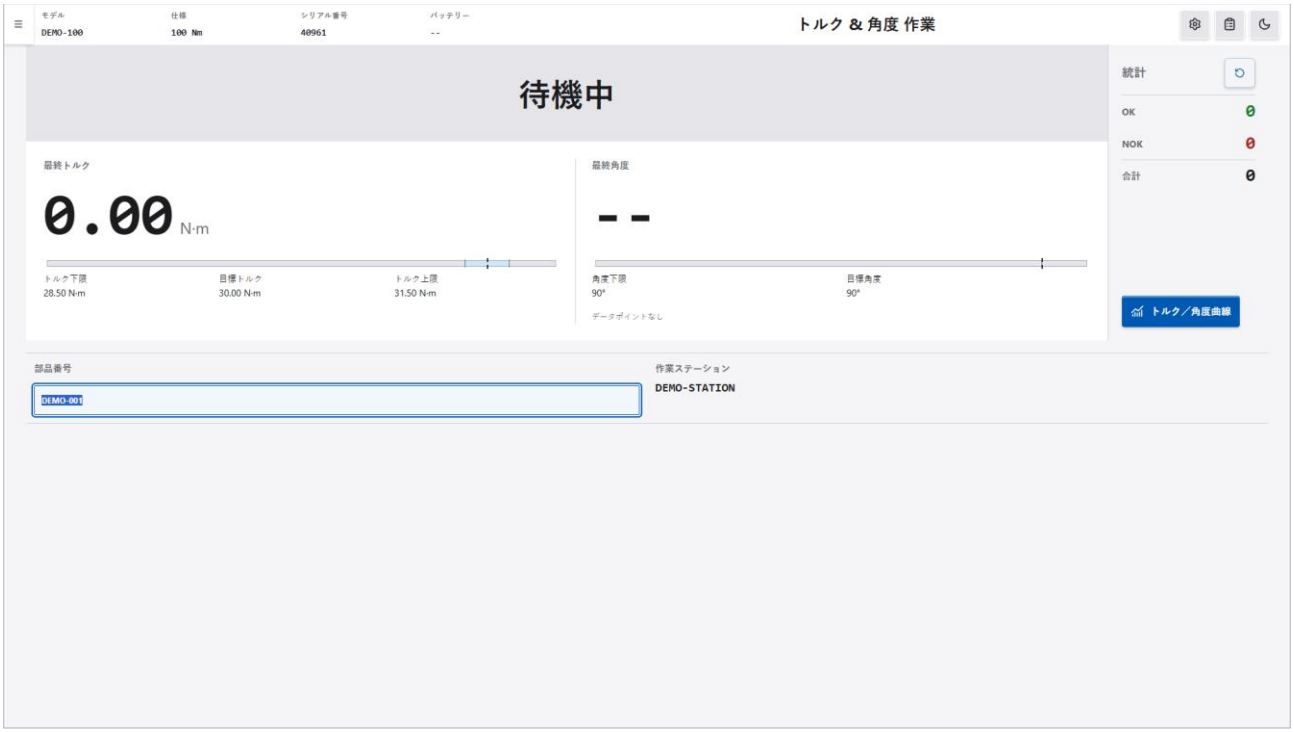

図 6-1　トルク & 角度 作業画面
1. ナビゲーションメニューで「回転式センサー」→「トルク & 角度」をクリックします。画面に「トルク & 角度 作業」が表示され、判定バナーには「待機中」、最終角度には「--」と表示されます（図 6-1 を参照）。